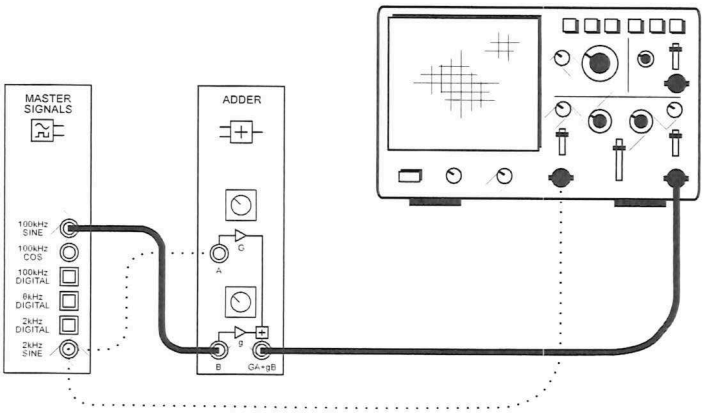

Figure 3
26. Modify the set-up as shown in Figure 3 below.
35. Connect the set-up shown in Figure 3 below.